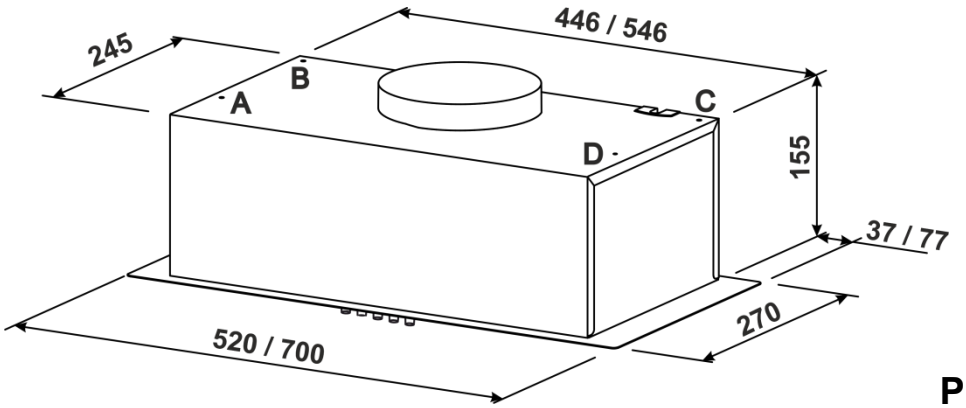

Рис. 4
6.4 Крепить вытяжку к шкафчику рекомендуется использовать 4 саморезы 4,8x13 DIN968 с середины вытяжки (саморезы в комплект поставки не входят). (рис.4 / 4.1 / 4.2).